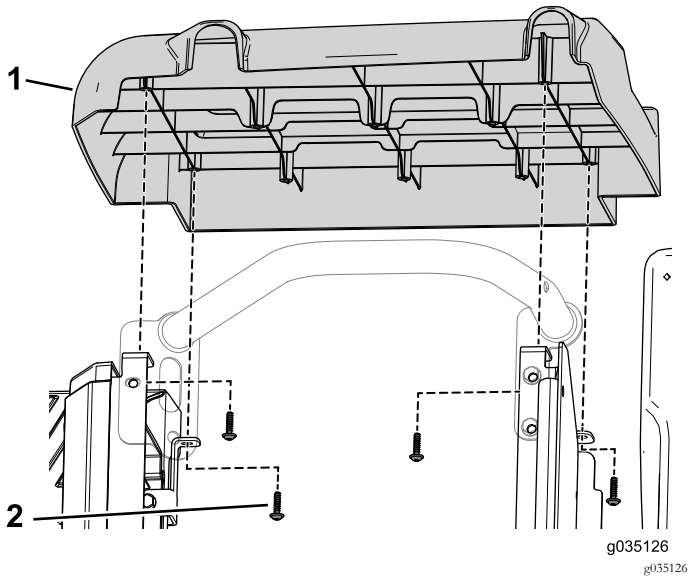

Figura 94
5. Utilizzate le 8 viti autofilettanti (3/32" x 7/8") per fissare i pannelli laterali sinistro e destro del kit alla base del sedile anteriore (Figura 94).